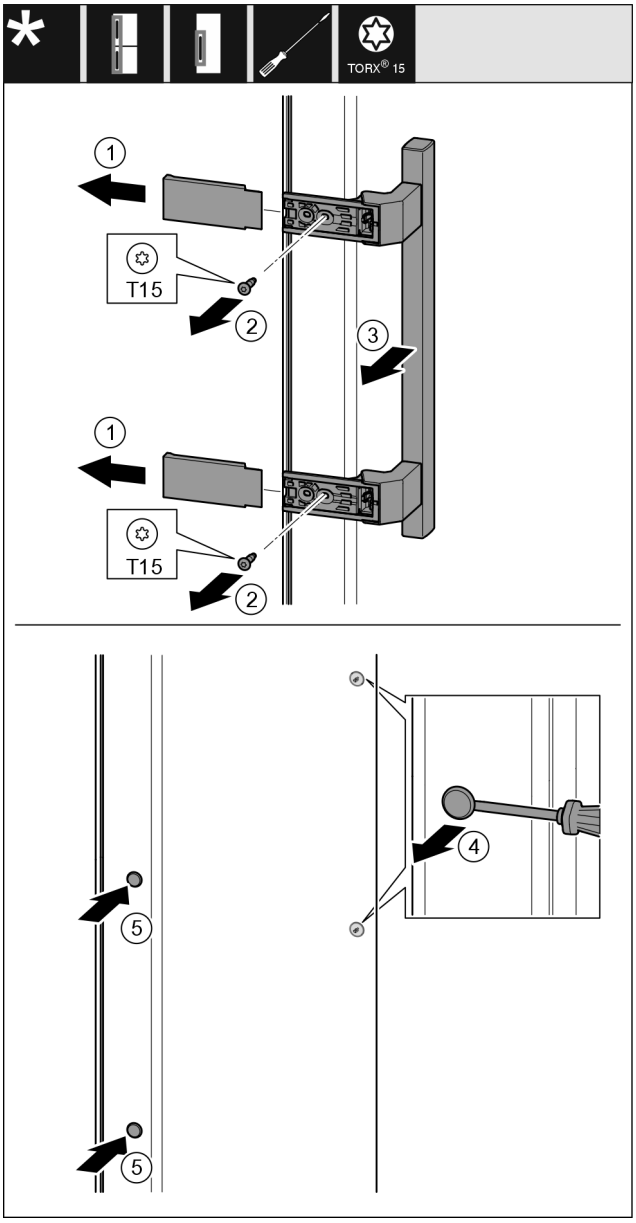

Fig. 54
- ▶ Îndepărtați capacul *Fig. 54 (1)*.
- ▶ Demontați șuruburile *Fig. 54 (2)* cu șurubelnița.
- ▶ Îndepărtați mânerul *Fig. 54 (3)*.
- ▶ Ridicați cu precauție dopul lateral *Fig. 54 (4)* cu o șurubelniță plată și extrageți-l.
- ▶ Introduceți dopul *Fig. 54 (5)* pe partea opusă.